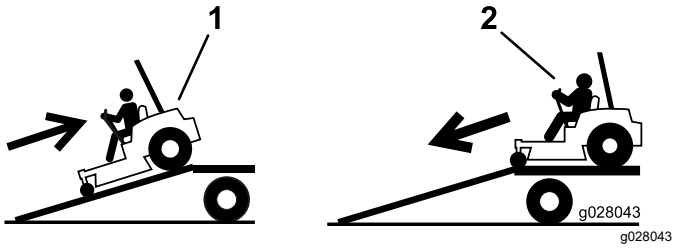

Figure 39
4. Montez la rampe en marche arrière (Figure 39).
2. Descendez la rampe en marche avant (Figure 39).